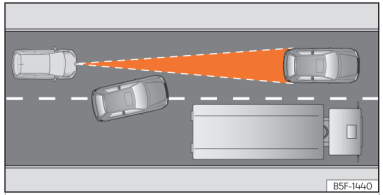

**Fig. 139** Vehicle changing lanes.
- Vehicles that move into your lane, a short distance from your vehicle ››› Fig. 139.